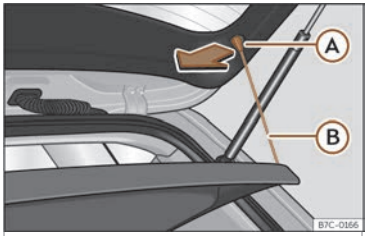

Fig. 113 Al maleter:desmuntar i muntar la safata.
- Desenganxeu els tirants de subjecció ››› **fig. 113** Ⓑ dels allotjaments Ⓐ.
- Enganxeu els tirants de subjecció ››› **fig. 113** Ⓑ a la porta posterior.